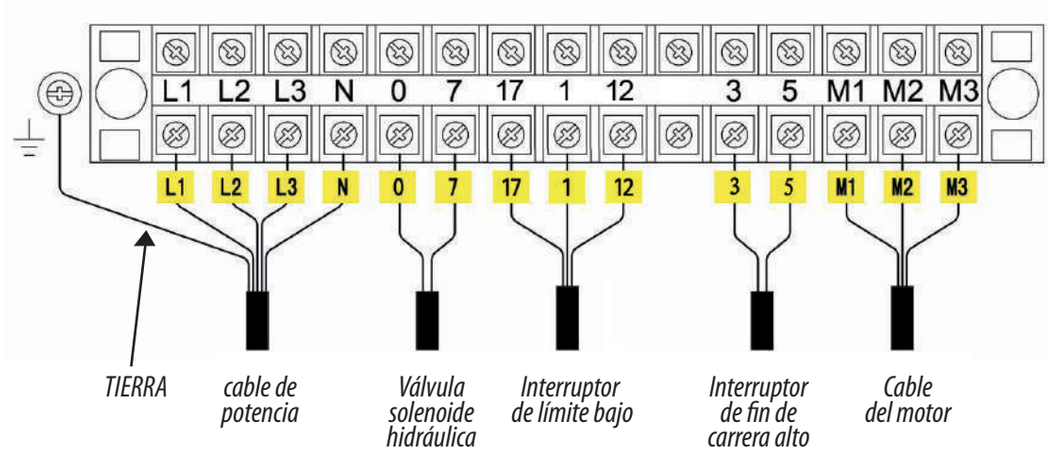

Fig. 12
2.1 Conectar el cable de alimentación y el cable del interruptor de fin de carrera de acuerdocon el diagrama de cableado *(Ver Fig. 12).*